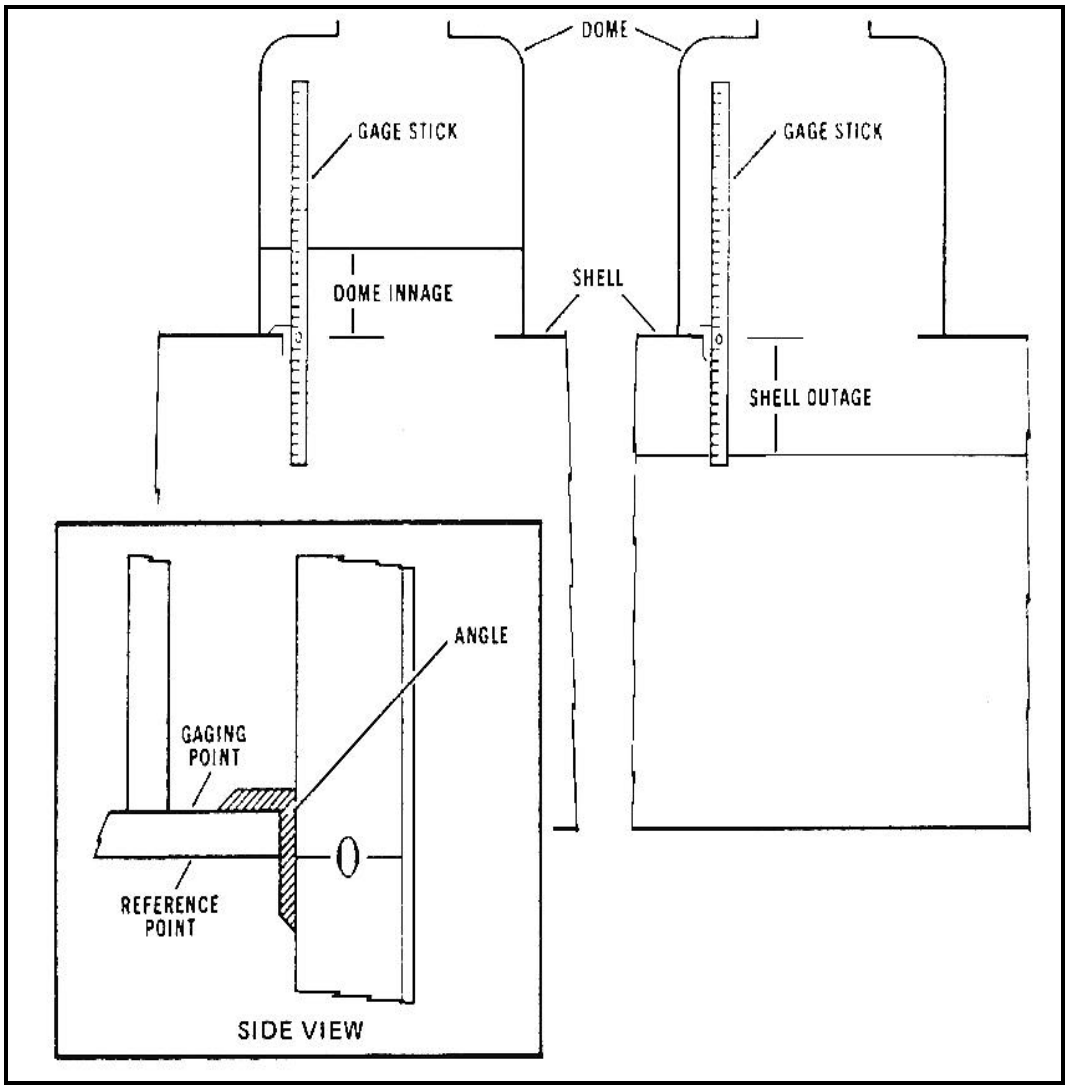

Figure 3-13. Using the tank car gage stick to determine dome innage and shell outage
• Taking the gage. Insert the gage stick, with the short end down, through the dome hatch into the tank car so that the angle rests on the tank shell at the gaging point (Figure 3-13, page 3-11). The gaging point should be the highest point of the tank car shell on a line with the lengthwise center of the car. Find where the shell plates overlap along the centerline of the tank. Select a gaging point on the interior of the tank. If the product level is in the dome and the gaging stick is not visible, it may be necessary to probe with the end of the stick to find it. Make sure the angle does not rest on a rivet head and that the stick is vertical.